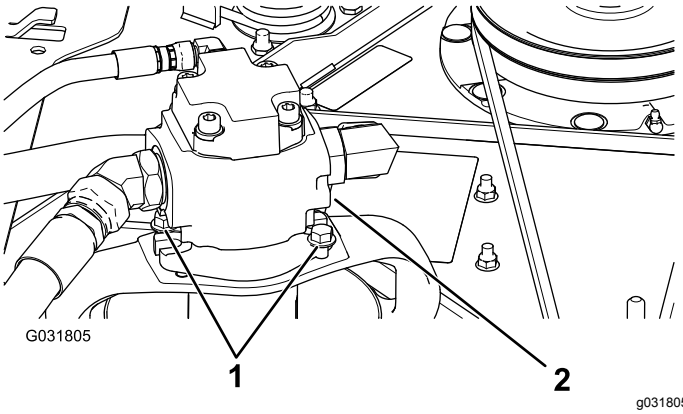

**Figur 128**
5. Avlägsna de skruvar som fäster hydraulmotorn på klippdäcket (Figur 128).
3. Avlägsna de bultar som fäster hydraulmotorn på klippdäcket (Figur 128).